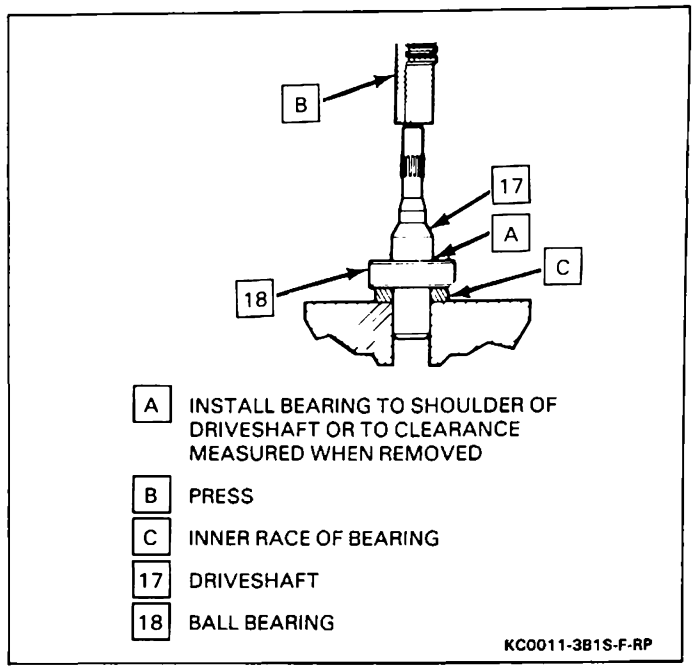

Figure 11 — Ball Bearing Assembly to Driveshaft
- Lubricate new driveshaft seal (16) with power steering fluid.
1. Driveshaft seal (16) into pump housing (1) using a suitable socket.
2. Ball bearing (18) to driveshaft (17) using a press.
- Press bearing to the shoulder of the driveshaft or to the clearance measured prior to removing the old bearing (Figure 11).
3. Driveshaft (17) and ball bearing (18) into pump housing (1).
- Rotate driveshaft (17) so that shaft serration engages with pump rotor (10).
4. Retaining ring (19) to pump housing (1).